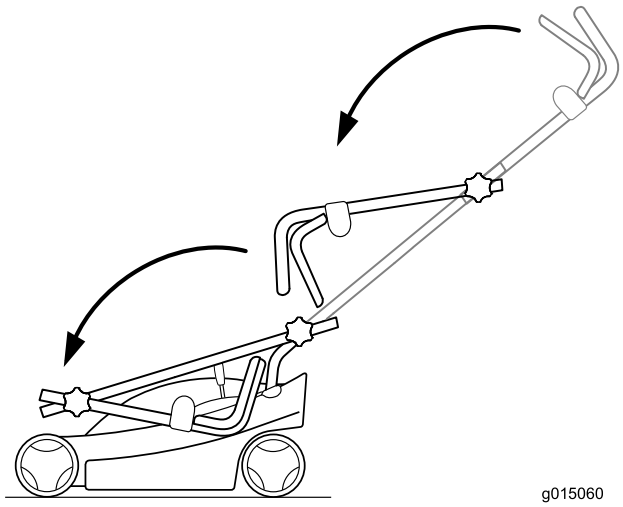
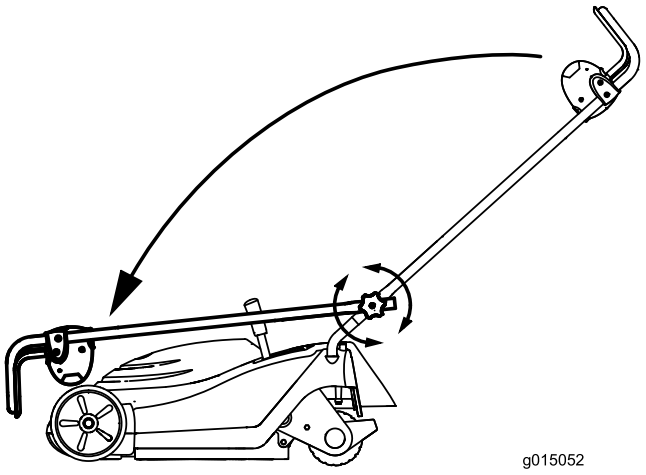

Figuur 20
Figuur 21
3. Klap de handgreep in zoals afgebeeld op Figuur 20 of Figuur 21, afhankelijk van het model.